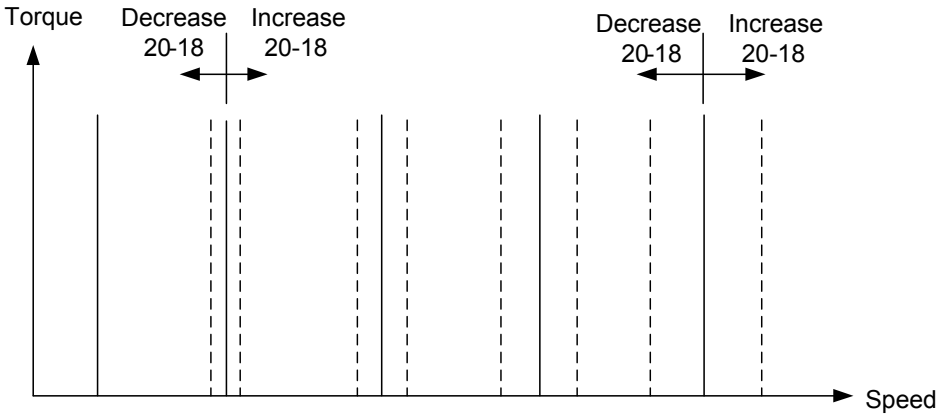

Figure 4.4.117 Effect on the torque-speed curve from 20-17
- Use parameter 20-18 to adjust the torque compensation gain for middle to high speed range. For most general purpose applications it is not necessary to adjust the 20-18. By tuning 20-18an offset is added to the torque-speed curve. Increase 20-18 when the no-load speed is lower than the frequency reference. Decrease 20-18 when the no-load speed is higher than the frequency reference. The effect on the torque-speed curve from 20-18 is shown as the following figure 4.4.117.